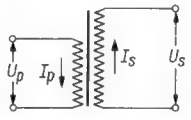
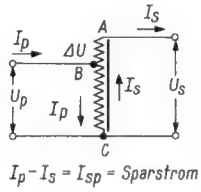
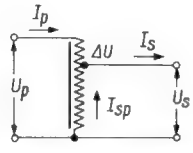

*Bild 1. Stromverlauf beim Transformator mit zwei getrennten Wicklungen*
*Bild 2. Spartransformator zum Heraufsetzen der Spannung*
*Bild 3. Spartransformator zum Herabsetzen einer Spannung*
Diese Erfahrungen mögen die *Deutsche Grammophon Gesellschaft* zur Konstruktion der Polydor-Schallplattengabel *Bild 3* geführt haben. Dies ist ein kräftiger, freundlich lackierter Drahtbügel, der hinter dem Griff durch ein Messingblech M zusammengehalten wird. Zunächst erscheint einem die Sache etwas spielerisch, aber der erste Gebrauch überzeugt vom praktischen Wert. Mühelos kann man auf dem Tisch oder dem Deckel der Musiktruhe einen Stapel von zehn Platten in das Mittelteil der Gabel legen. Dann hebt man das Paket am Griff an, stützt irgendwo die Messingbrücke der Gabel auf die Stapelachse und zieht den Griff zu sich hin. Durch die beiden konisch angeordneten Drähte an den Kanten des Messingteiles wird zwangsläufig die Wechslerachse zum Mittelpunkt des Plattenstapels geführt, und der gesamte Stapel gleitet mühelos bis zu den Haltefedern der Wechslerachse. Die Gabel selbst wird nach unten weitergeführt und dann seitlich weggezogen *(Bild 4)*. Knapp drei Mark kostet dieses hübsche Hilfsmittel, das allerdings nur für 17-cm-Platten zu erhalten ist.
Nunmehr sind in den Vereinigten Staaten Elektronenstrahlröhren in den Handel gekommen, die dieses Phänomen der Lichtübertragung zum Steigern der Lichtleistung auf dem Bildschirm verwenden. Normalerweise entsteht das Schirmbild dadurch, daß der Elektronenstrahl auf die im Innern des Schirmes angebrachte Fluoreszenzschicht trifft und sie zum Leuchten bringt. Fast ausschließlich wurde bisher die auf diese Weise sichtbar gemachte Information, wenn sie fixiert werden muß, durch fotografische Aufzeichnung über ein Linsensystem festgehalten *(Bild 2)*. (Eine Ausnahme macht die Raytheon-Elektronenstrahlröhre, bei der zahlreiche feine Drahtstifte in die Frontplatte eingeschmolzen sind, die die durch den Elektronenstrahl veranlaßte Ladung der Stifte direkt zur Anzeigefixierung nach außen leiten.) Das Fotografieren vom Bildschirm erfordert im Hinblick auf die Brennweite nicht nur eine gewisse Baulänge; die notwendige Optik hat auch Gewicht und absorbiert außerdem einen erheblichen Teil der Leuchtkraft des Schirmbildes. Vier amerikanische Firmen, darunter die bekannte Sylvania Electric Products Inc., bieten jedoch jetzt Elektronenstrahlröhren an, deren Bildschirm – ganz oder teilweise – anstelle der üblichen Glasplatte aus unzähligen, dünnen Stäbchen dielektrischen Materials besteht. (Von DuMont Laboratories wird die Stärke der Lichtleitfasern mit 10 µm angegeben; mehr als $6 \cdot 10^6$ Fasern ergeben die Frontplatte einer Bildröhre mit knapp 37 mm Durchmesser.) Im sichtbaren Spektrum ist das Fasermaterial gewöhnlich irgend eine Glassorte, während im infraroten Teil Arsentrisulfid, Silberchlorid oder ein anderer geeigneter Stoff verwendet wird. Die Leitfasern erhalten das Licht von der angeregten Fluoreszenzschicht im Innern der Röhre, sie übermitteln es auf direktem Wege an die Außenseite des Bildschirmes.
2. Für das Auswerten der Information ergibt sich, da das Bild unmittelbar auf dem Film festgehalten werden kann *(Bild 3)*, eine wesentlich erhöhte Lichtleistung (von DuMont wird mitgeteilt, daß bei der Bildaufzeichnung über Linsensysteme etwa 6,3 % Nutzeffekt möglich sind, während sich bei der Faseroptik dieser Wert auf etwa 85 % erhöht). Diese Tatsache läßt es zu, Aufnahmen bei schnellerer Aufzeichnungsgeschwindigkeit als bisher zu machen bzw. den Strahlstrom in der Röhre herabzusetzen, wenn mit Energie gespart werden muß.
*Links: Bild 2. Das übliche Verfahren bei der Aufzeichnung eines von einer Bildröhre vermittelten Bildes*
*Rechts: Bild 3. Bildaufzeichnung bei Verwendung einer Katodenstrahlröhre mit Faseroptik*
In der Endmontage sind alle mechanischen und elektrischen Prüfplätze, wie auch die Abhörkabinen zur akustischen Kontrolle unmittelbar in den Bandverlauf eingeordnet. Der einzelne Prüfvorgang darf also nicht mehr Zeit kosten, als ein Montagevorgang am Fließband. Die elektrischen Kontrollen übernimmt deshalb ein transistorisierter Prüfautomat *(Bild 2)*. Die Bedienung erstreckt sich nur noch auf das Einsetzen des Chassis und das Drücken der Tasten. Eine kurze Endlos-Bandschleife dient zum Testen. Der Automat prüft 21 Funktionen des Tonbandgerätes einschließlich des Frequenzganges. Signallampen zeigen Abweichungen von den Sollwerten an. Die Berliner Arbeiterinnen nennen diesen unbestechlichen Kontrolleur den „sturen Otto".
*Rechts: Bild 2. Das Tonbandgerät RK 35 läuft über einen mit Transistoren bestückten Prüfautomaten, mit dem 21 Funktionsprüfungen durchgeführt werden*
*Bild 2* zeigt die Umwandlung von Bild 1 in einen Spartransformator. Der Wicklungsteil zwischen den Punkten B und C ist für Primär- und Sekundärkreis gemeinsam. Der Primärstrom $I_p$ fließt darin entgegengesetzt zum Sekundärstrom $I_s$. Die Ströme heben sich daher teilweise auf, und dieser Wicklungsteil wird nur mit dem *Sparstrom* $I_{sp}$ belastet. Der Drahtquerschnitt kann daher schwächer sein, als es den Einzelströmen entspricht. In Bild 2, also beim Aufwärtstransformator, ist der Primärstrom der größere, also gilt
Darin ist $\Delta U$ die Differenz zwischen Primär- und Sekundärspannung (Bild 2). Soll der Spartransformator nach *Bild 3* die Spannung herabsetzen, so ergibt sich auf ähnliche Weise